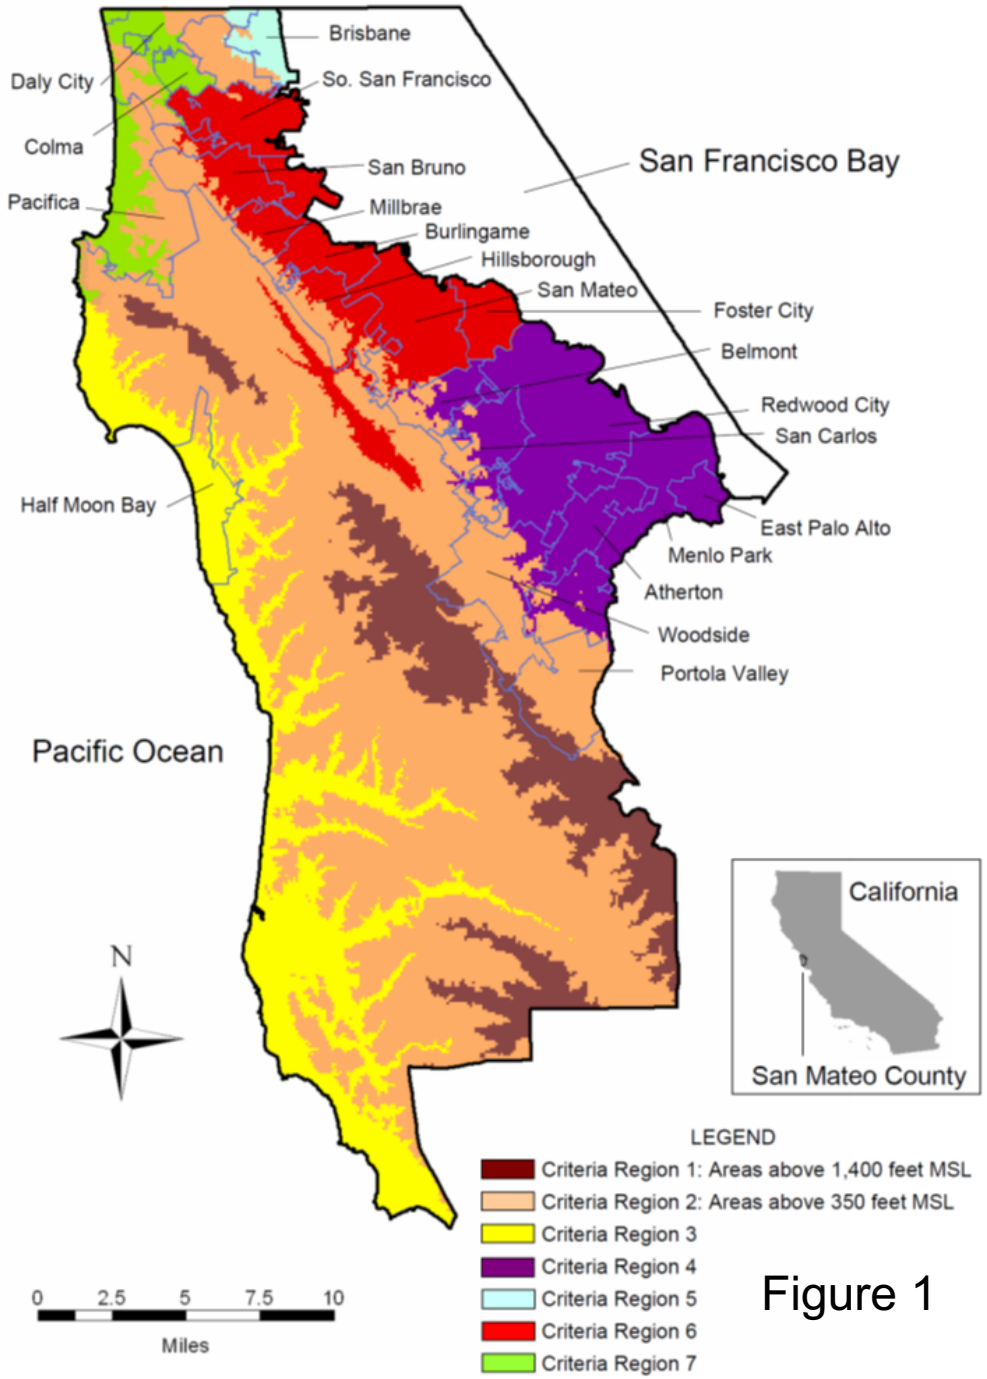

Figure 1
- Figure 1: Design Criteria Regions for San Mateo County